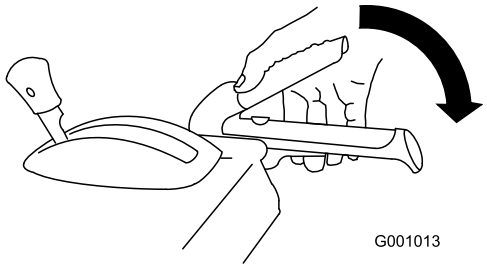

Figura 35
1. Per innestare la trasmissione della coclea/ventola premete la leva destra (coclea/ventola) contro l'impugnatura (Figura 35).